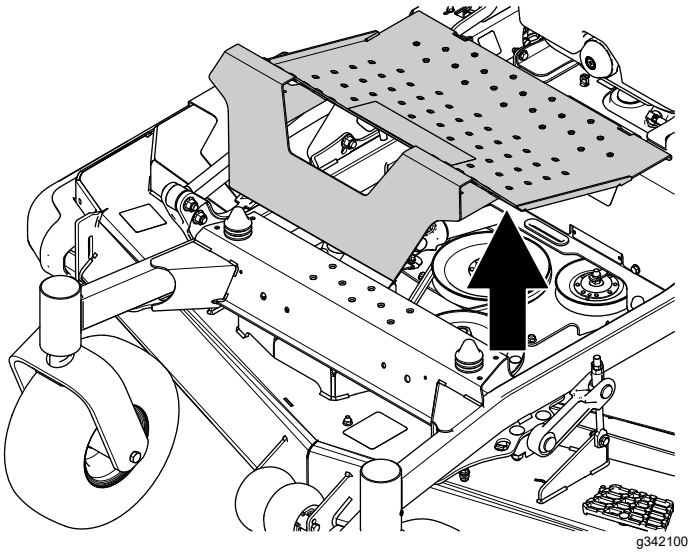

Figuur 10
1. Verwijder de bodemplaat (Figuur 10).